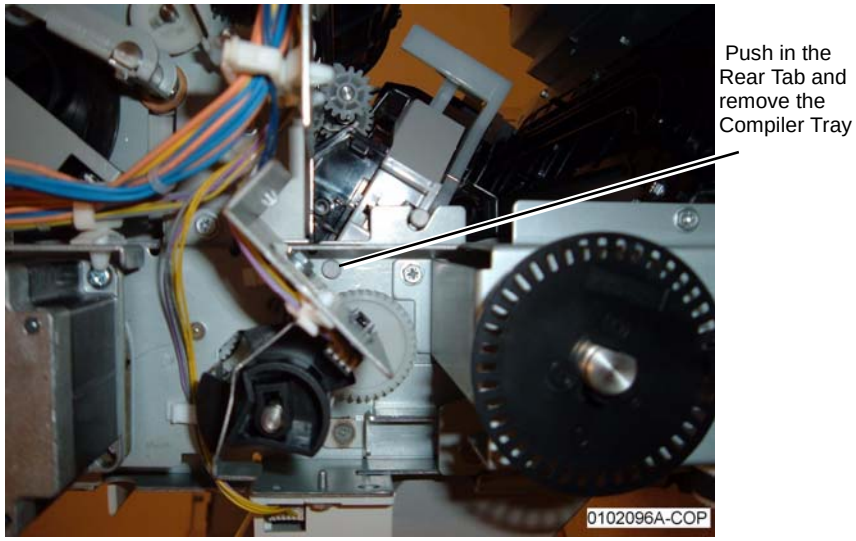

Figure 4 Pushing in the Rear Tab
b. Push in the Rear Tab (Figure 4).